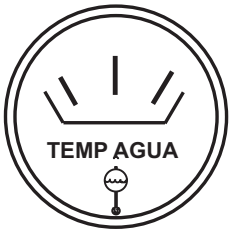

**Figura 53. Medidor de temperatura del refrigerante**
16. El medidor de ***presión de temperatura del refrigerante*** (Figura 53) indicará la temperatura del refrigerante. Bajo condiciones de operación normal deberá estar entre 165 y 215 grados Fahrenheit (***zona verde***).